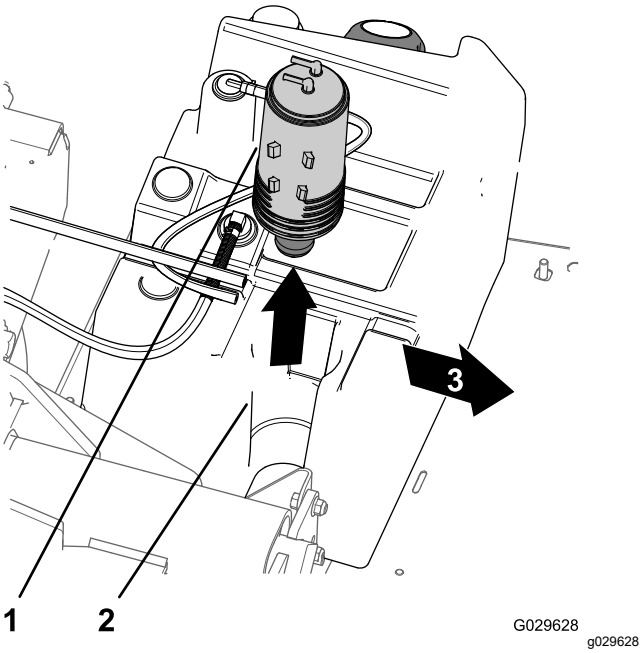

**Figur 47**
3. Løft karbonsylinderen fra karbonsylindermonteringen i drivstofftanken (Figur 47).
7. Før den nye karbonsylinderen inn i karbonsylindermonteringen i drivstofftanken med tømme- og drivstofftanktankniplene rettet bakover (Figur 47).